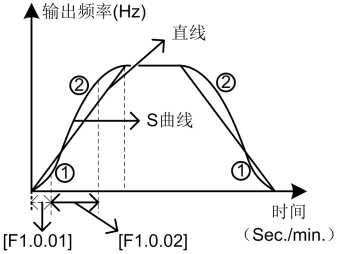

图7-21 加减速曲线
S 曲线加速起始/减速终止段时间如图 7-21 中的①所示，用加、减速总时间的百分比表示。
S 曲线加速上升/减速下降段时间如图 7-21 中的②所示，用加、减速总时间的百分比表示。